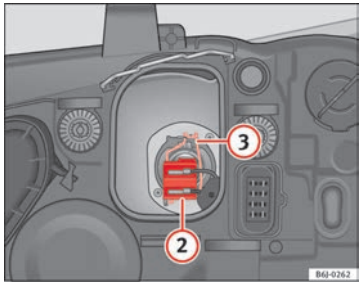

Fig. 165 Dipped beam headlights
– Remove connector ⇒ Fig. 165 (2) from the bulb.
– Unclip the retainer spring ⇒ Fig. 165 (3) pressing inwards to the right.